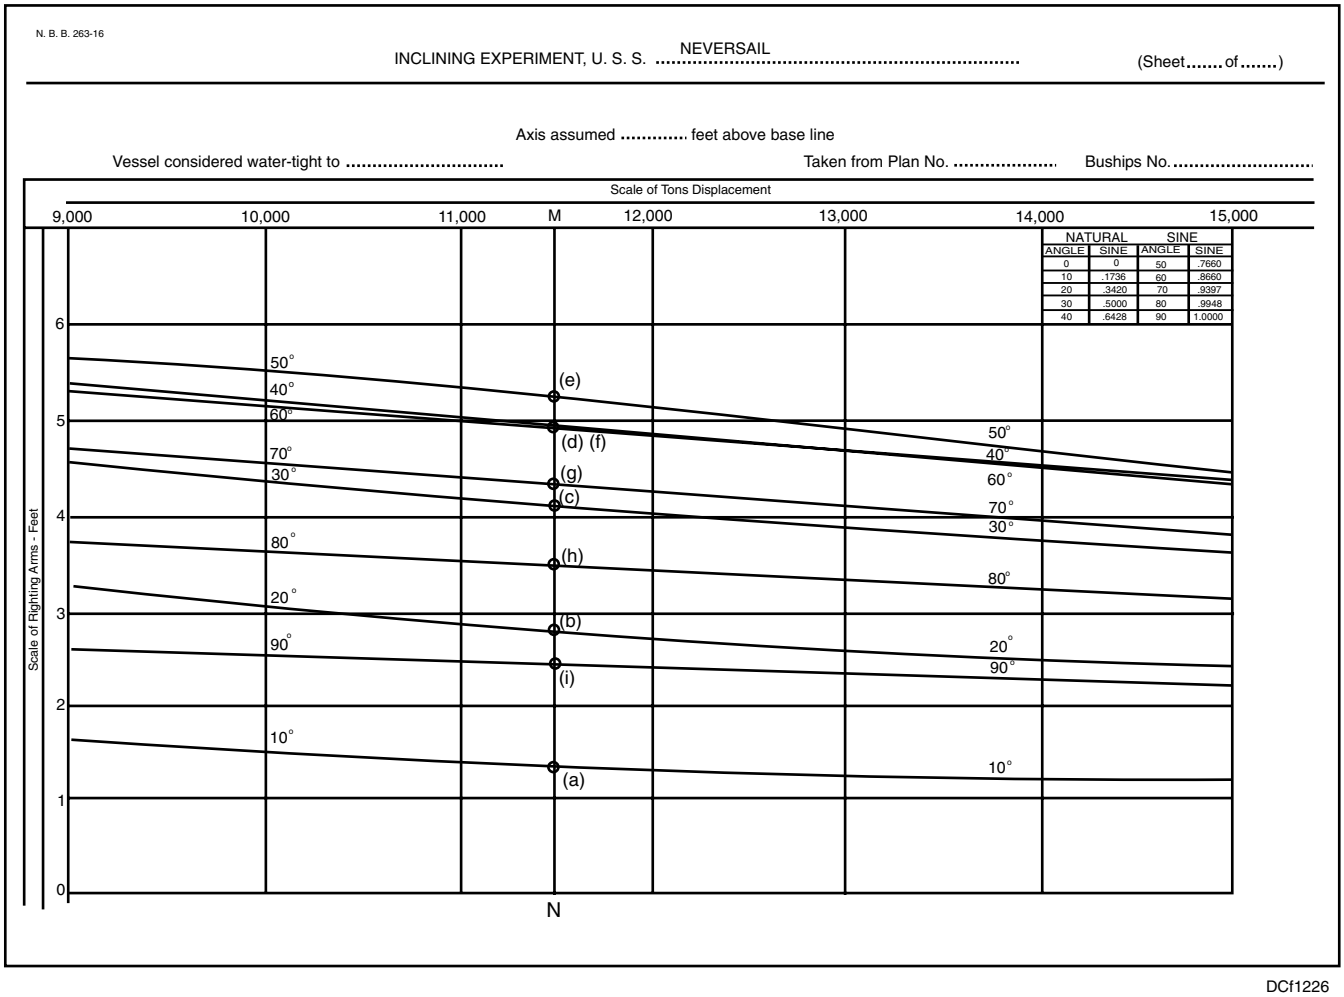
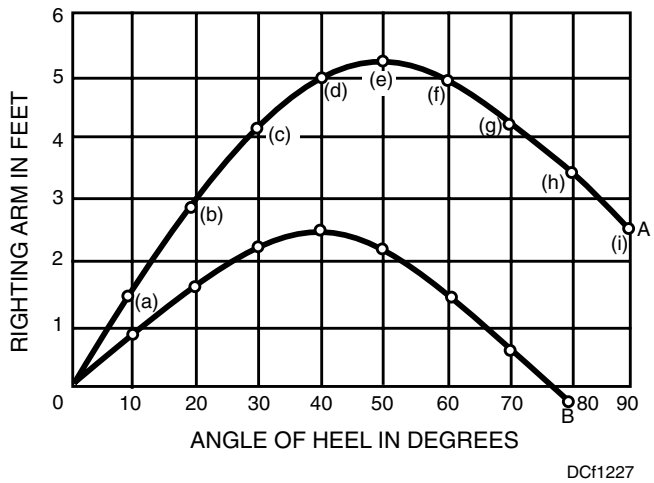

Figure 12-26. Example of cross curves of stability.
Figure 12-27. A. Uncorrected stability curve taken from cross curves; B. Corrected stability curve.
Figure 12-26 is an example of a set of cross curves. Note that, as draft and displacement increase, the curves all slope downward, indicating increasingly smaller righting arms.
The cross curves are used in the preparation of stability curves. To take a stability curve from the cross curves, draw a vertical line (such as line MN in fig. 12-26) on the cross curve sheet at the displacement that corresponds to the mean draft of the ship. At the intersection of this vertical line with each cross curve,
In figure 12-27, curve A represents an uncorrected stability curve for the ship while operating at 11,500 tons displacement, taken from the cross curves shown in figure 12-26. This stability curve cannot be used in its present form, since the cross curves are made up on the basis of an assumed center of gravity. In actual operation, the ship's condition of loading will affect its displacement and therefore the location of the ship's center of gravity (G). To use a curve taken from the cross curves, therefore, it is necessary to correct the curve for the ACTUAL height of G above the keel (KG). If the distance KG is not known and a number of weights have been added to or removed from a ship, KG can be found by the use of vertical moments. A vertical moment is the product of the weight times its vertical height above the keel. As far as the new center of gravity is concerned, when a weight is added to a system of weights, the center of gravity can be found by taking moments of the old system plus that of the new weight and dividing this total moment by the total final weight. Detailed information concerning changes in the center of gravity of a ship can be obtained from *Naval Ships' Technical Manual* (*NSTM*), chapter 096.
Suppose that the cross curves are made up on the basis of an assumed KG of 20 feet and that you determine that the actual KG is 24 feet for the particular condition of loading. This means that the true G is 4 feet higher than the assumed G and that the righting arm (GZ) at each angle of inclination will be SMALLER than the righting arm shown in figure 12-27 (curve A) for the same angle. To find the new value of GZ for each angle of inclination, multiply the increase in KG (4 feet) by the sine of the angle of inclination, and SUBTRACT this product from the value of GZ shown on the cross curves or on the uncorrected stability curve. In order to facilitate the correction of the stability curves, a table showing the necessary sines of the angles of inclination is included on the cross curves form.
Next, find the corrected values of GZ for the various angles of heel shown on the stability curve (A) in figure 12-27, and plot them on the same grid to make the corrected stability curve (B) shown in figure 12-27.
It is not necessary to figure the corrected GZ at 90°, since the value is already negative at 80°. When the values from 10° through 80° are plotted on the grid and joined with a smooth curve, the CORRECTED stability curve (B) shown in figure 12-27 results. As you can see, the corrected curve shows maximum stability to be at 40°; it also shows that an upsetting arm, rather than a righting arm, generally exists at angles of heel in excess of 75°.